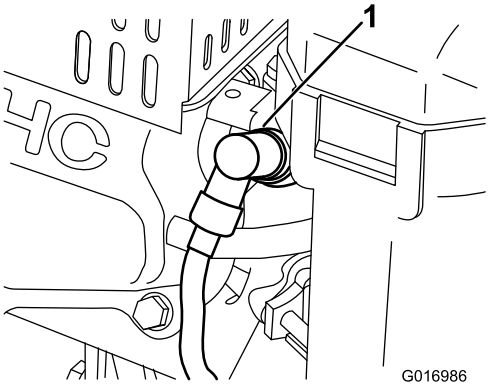

**Figur 30**
1. Trekk den støpte kabelen av tennpluggen (Figur 30).